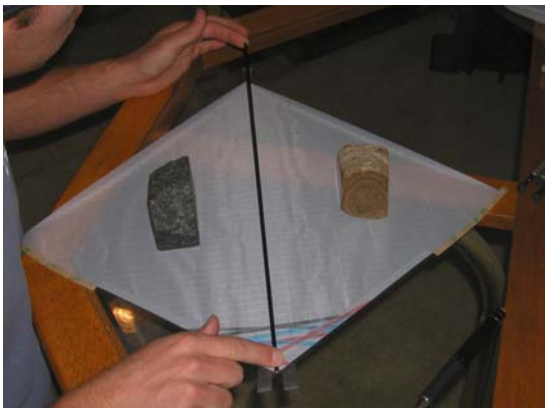

Figure 14: Applying the spine to the sail.
16. Test run applying the spine to the kite. Hold the nose end of the spine with one finger at the nose, and practice laying it down on the kite, matching the tail end of the spine with the marks you made. Do this until you feel comfortable doing this. In the last moments of the spine leaving your fingers, your should feel the stick slowly being released from the friction of your finger (my left index finger in Figure 14).